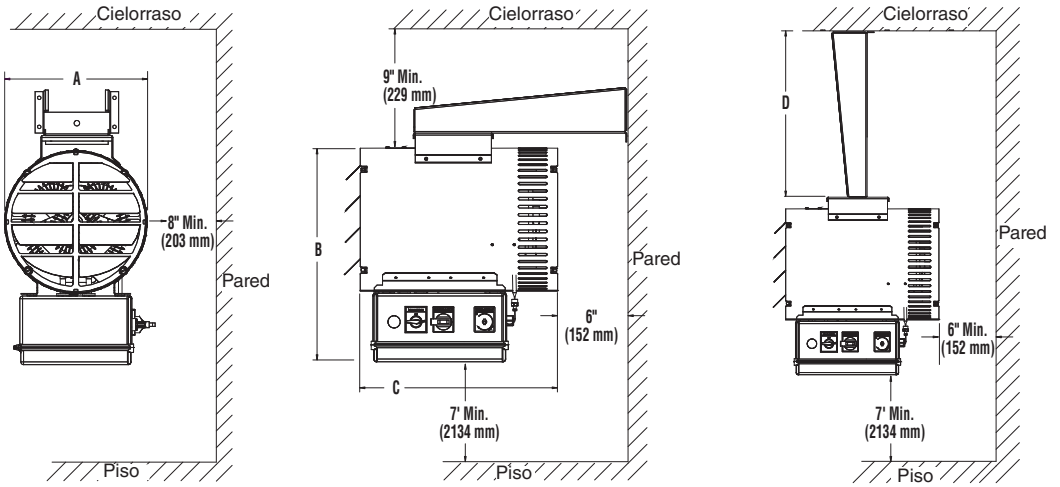

Figura 2
7. Mantenga un espacio libre de 1524 mm (5') como mínimo al frente del calefactor. Para ver los requisitos de espacio libre lateral, superior y posterior consulte la Figura 2.
B. Para alturas de cielorraso de 3658 mm (12 pies) o menores, la altura de montaje máxima está determinada por el uso del soporte de montaje que se ofrece con estos calefactores. El espaciado mínimo al cielorraso es 229 mm (9”). (Vea la Figura 2).
C. En uno u otro caso, la altura de montaje mínima es 2134 mm (7 pies), medida desde el piso hasta el fondo del calefactor. Figura 2.
2. Espaciado respecto a las paredes adyacentes (vea la Figura 2).